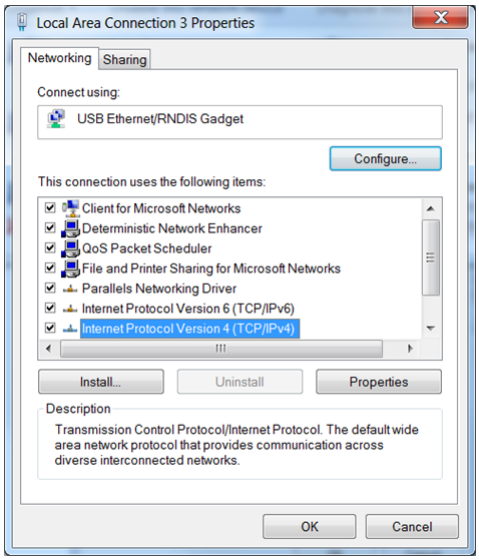

Figure 2-17. Windows 7 Local Area Connection Properties
9. In the box "This connection uses the following items" under the Networking tab, look for “Internet Protocol Version 4”. Highlight the item by clicking on it, and then click “Properties” underneath the box. See Figure 2-17.